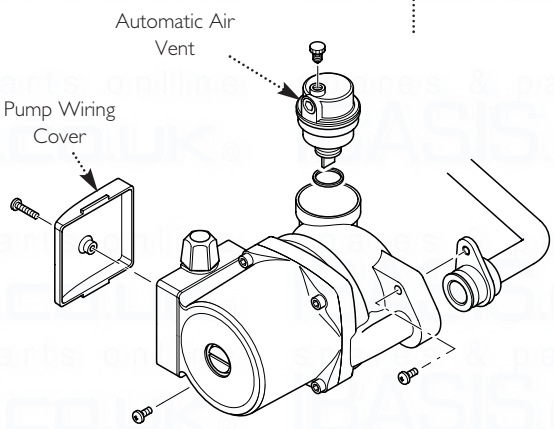

Fig. 93
14.13 Pump - Complete (Fig. 93)
14.14 Automatic Air Vent (Fig. 93)